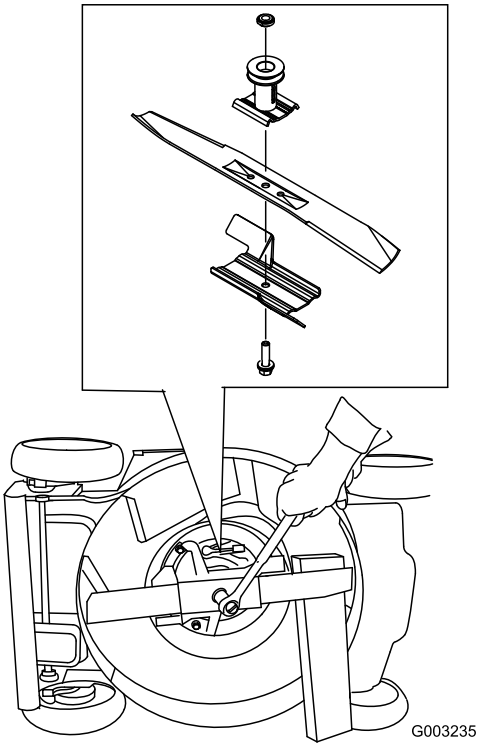

Figuur 41
3. Gebruik een blok hout om het mes stil te houden (Figuur 41).